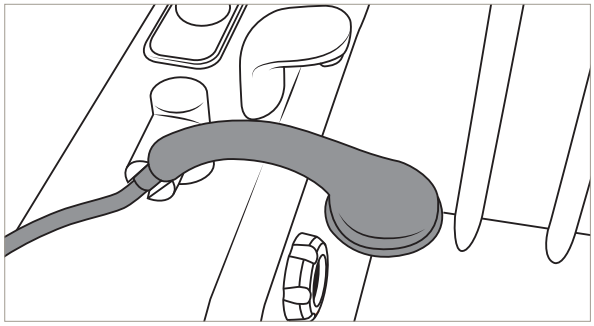
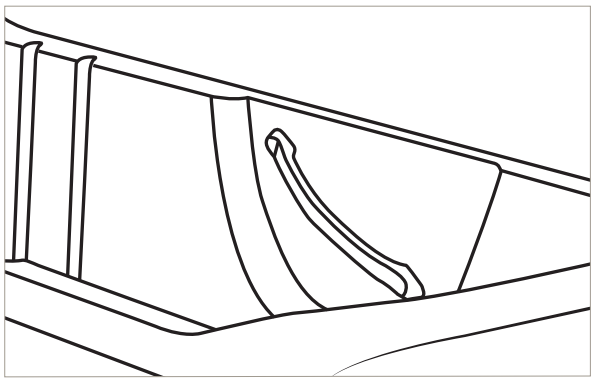

Abbildung 78
Abbildung 79
1. Prüfen des Duschgriffhalters, siehe Abbildung 78. Griffe, Abbildung 79 und andere Teile, die angebracht sind und nicht lose.